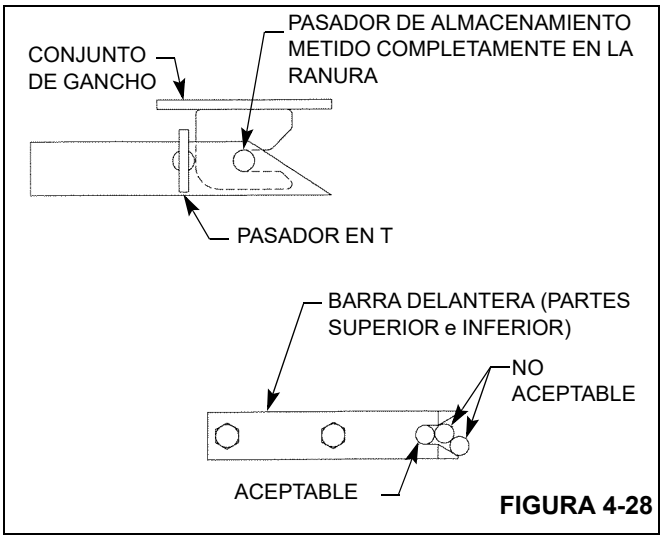

FIGURA 4-28
9. Cuando la pluma está completamente retraída, los pasadores de almacenamiento del plumín deben tocar fondo de modo seguro en los conjuntos de orejetas, Figura 4-28.